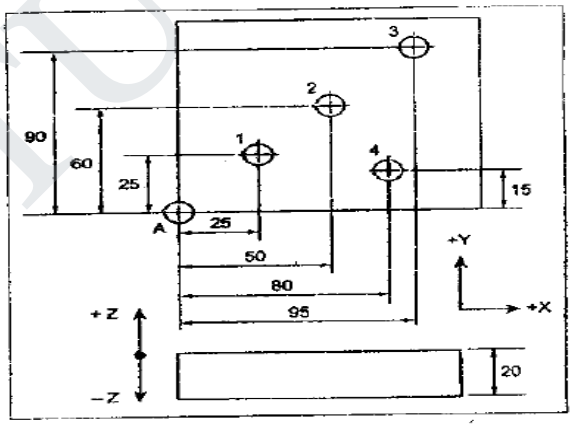

Fig. 2
(ii) Write a part program for drilling holes in the part shown in Fig.2. The plate thickness is 20mm. (8)